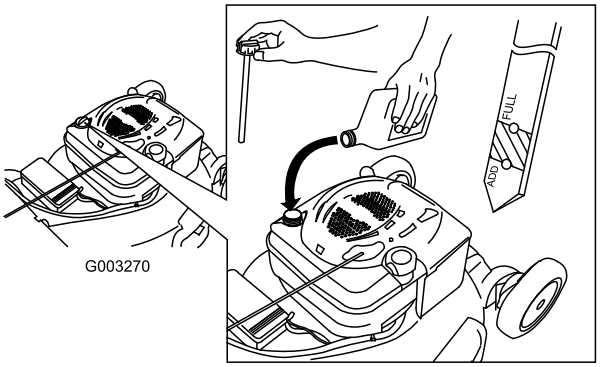

Figur 10
2. Ta ut oljestickan (Figur 10).
5. Ta ut oljestickan och läs av oljenivån, se Figur 10.